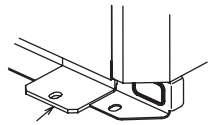

Рис. 3 (без съемной опоры)
④ Если болты крепления закручиваются после установки блока на основание, то используйте крепежные пластины (в комплект не входят). См. рис. 3 и 4.
⑤ Изолируйте отверстия, через которые в блок входят фреонопроводы и кабели, для исключения проникновения в блок мелких животных и воды, которые могут повредить компоненты блока.
⑥ При подключении френопроводов и кабелей снизу убедитесь, что они не мешают установочным элементам блока.
⑦ Следуйте дополнительным рекомендациям, приведенным в „Инструкции по установке”.